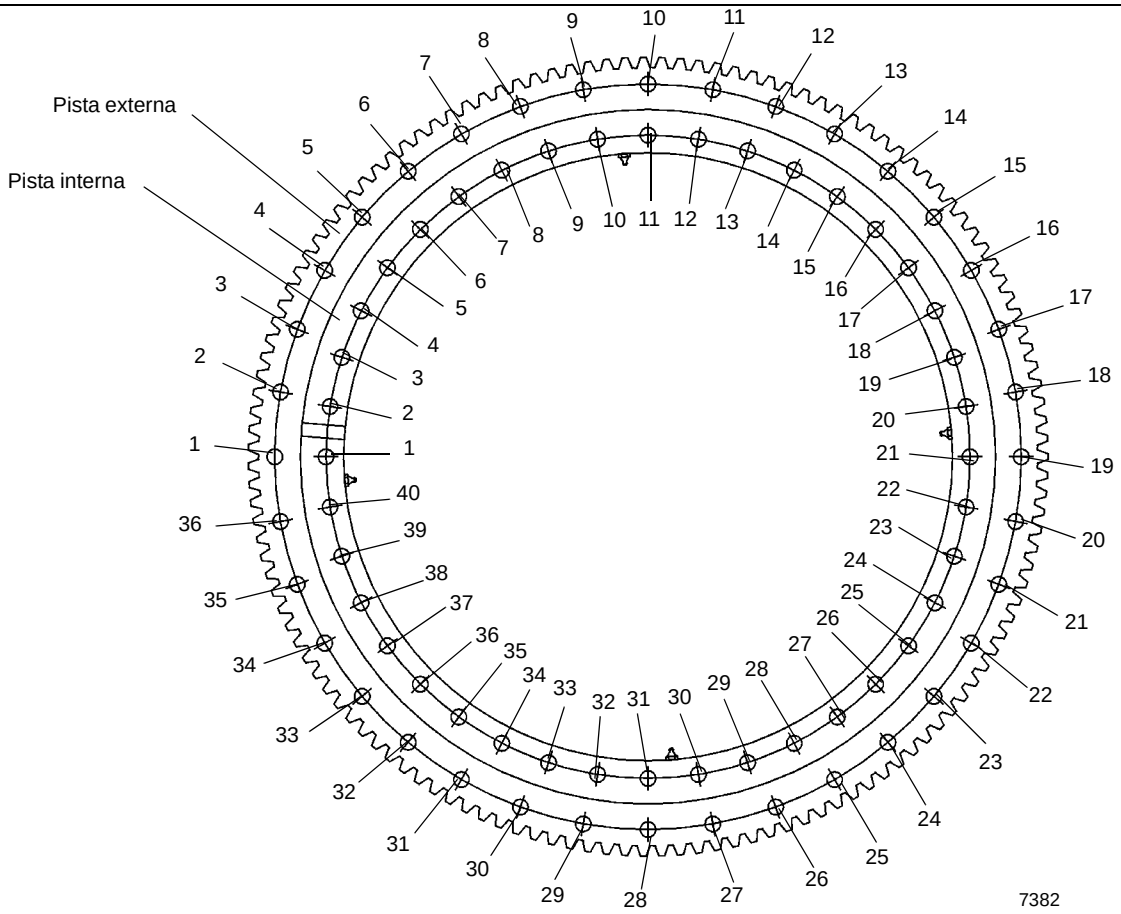

FIGURA 6-2
2. Aperte oito parafusos a 80% do valor de torque especificado usando o seguinte padrão de sequência: 11, 31, 21, 1, 16, 36, 26 e 6 (Figura 6-2). As ferramentas usadas são o soquete, o multiplicador, o adaptador de folga, as extensões necessárias e o torquímetro.
2. Aperte oito parafusos a 80% do valor de torque especificado usando o seguinte padrão de sequência: 10, 28, 19, 1, 15, 33, 24 e 6 (Figura 6-2). As ferramentas usadas são o soquete, o multiplicador, o adaptador de folga, as extensões necessárias e o torquímetro.